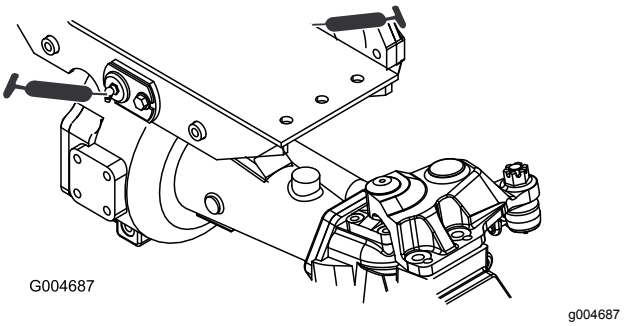

Figur 61
- Främre och bakre axeltappsbussningar (2) (Figur 61)